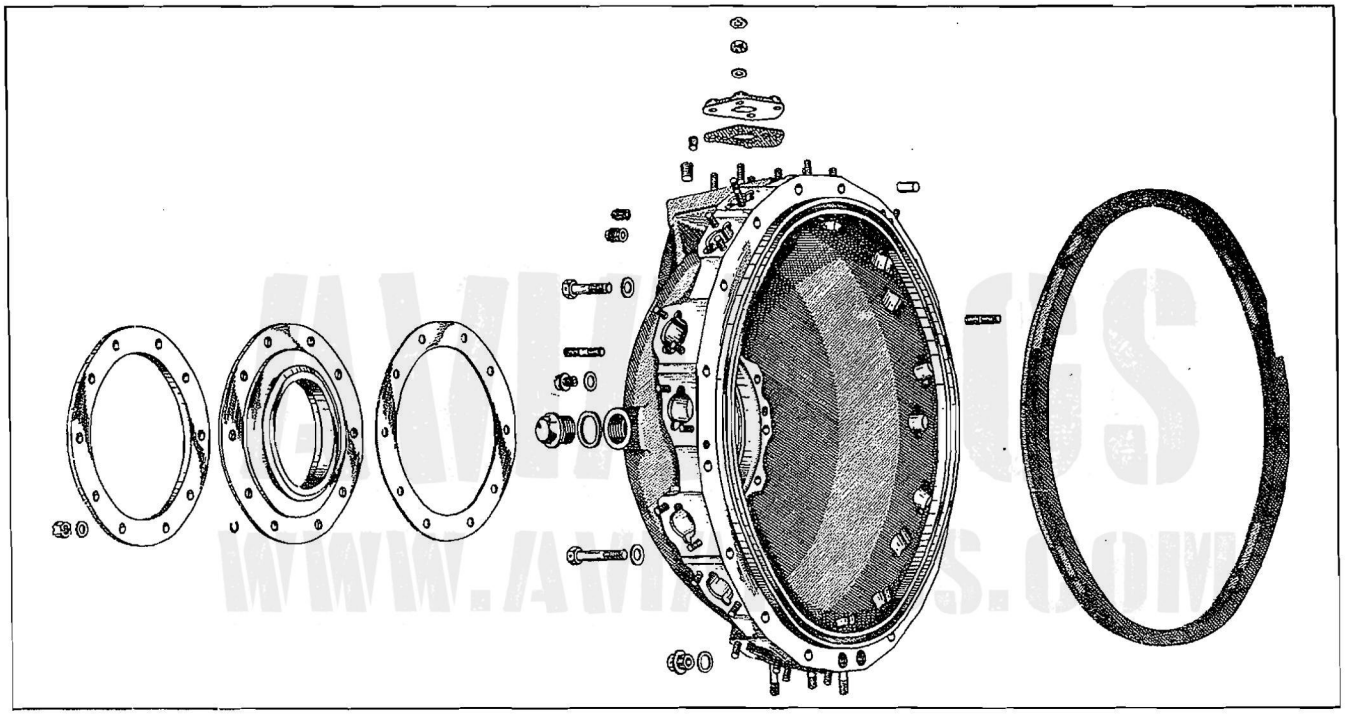

Figure 11—Crankcase Front Section
b. The crankcase front section is machined from a magnesium alloy casting. Refer to Figure 11. It supports the thrust ball bearing in a steel retainer which is shrunk into the forward portion of the section. A governor driveshaft in a bronze bushing is supported on the top center line of the section. The reduction gear assembly is also housed in this portion of the crankcase as previously described in paragraph 6 of this section. The crankcase front section is attached to the crankcase front main section by cap screws.